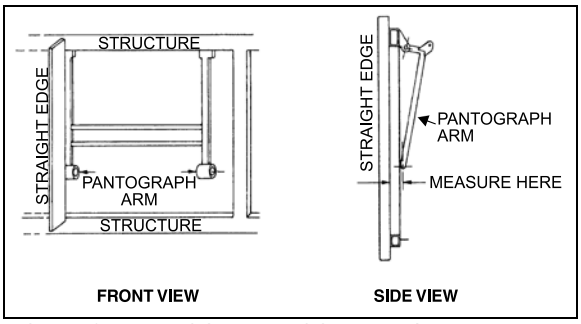
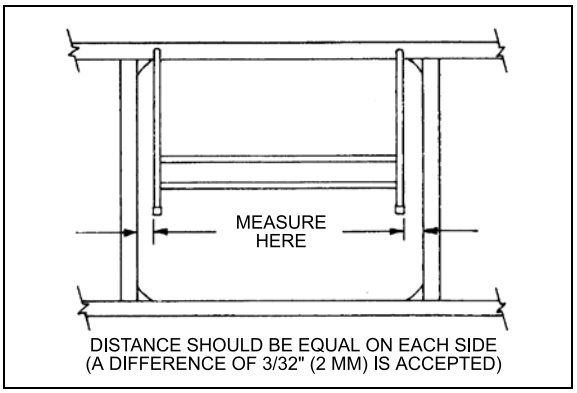

**FIGURE 67: PANTOGRAPH DOOR ADJUSTMENT** 18062
**FIGURE 68: PANTOGRAPH DOOR ADJUSTMENT** 18063
Measure distance between a pantograph arm end and a straight edge resting on structure. Repeat procedure for the other arm. The distance on each side should be equal. If not, bend appropriate arm until desired measure is obtained (Figure 67 & Figure 68).
5. When the door is straight, remove the 2x4's and check door operation and fit. A difference of 3/32" (2mm) between both sides is accepted (Figure 68).
3. If the door is too far inside, adjust using a rubber mallet (Refer to figure 68).